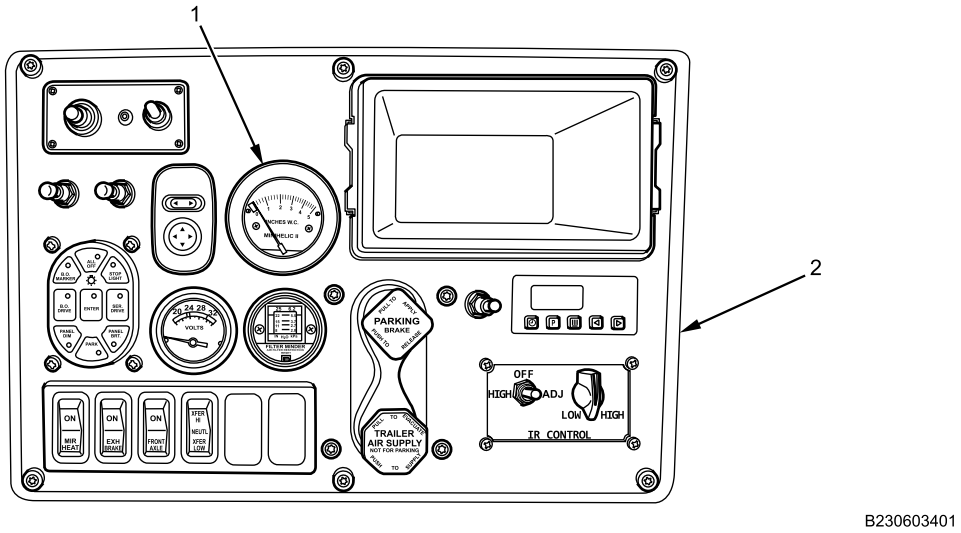

Figure 2. NBC Gauge Front.
4. Remove NBC gauge (Figure 2, Item 1) from IP center trim panel (Figure 2, Item 2).